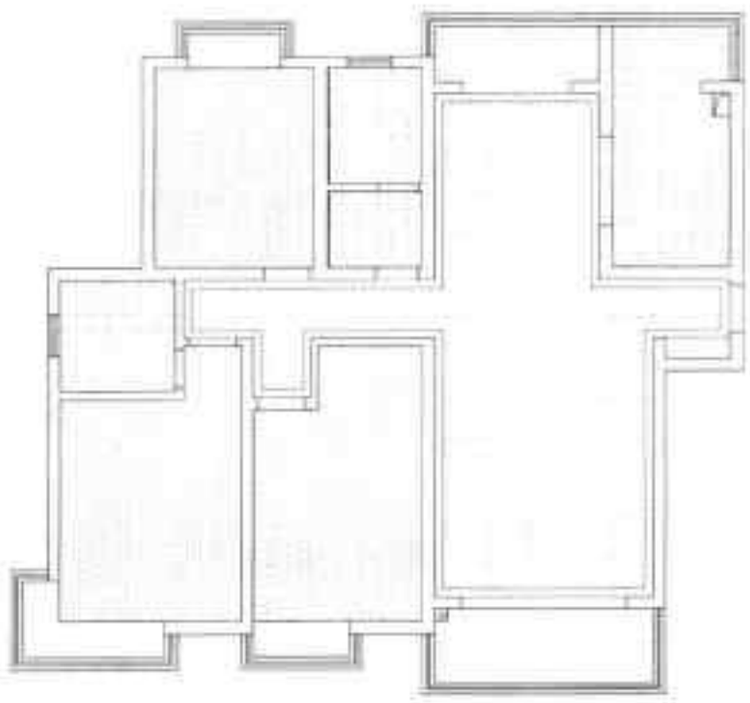

图19-50 填充卧室、书房区域
Step 07 执行“填充”命令，选择“DLM-IT”图案，设置角度为 90°、比例为 20，选择卧室、书房区域填充，如图 19-50 所示。